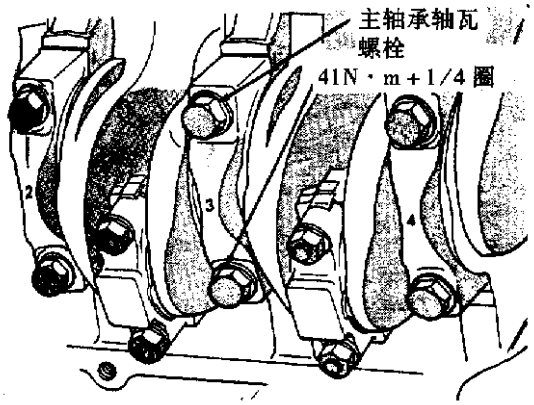

图 3－56　安装主轴承轴瓦
(i)拧紧螺栓到 41N·m 的扭矩再扭转 1/4 圈，安装主轴承轴瓦(图 3－56)。
2.5L 发动机装配了两根平衡轴，该两根平衡轴安装在紧靠曲轴箱下的支承座内(见图 3－44)。平衡轴通过齿轮相互啮合并且转动方向相反，这些齿轮由来自曲轴的短链驱动，以两倍曲轴的速度旋转，这就相互平衡了发动机往复运动的质量。
①拆卸：